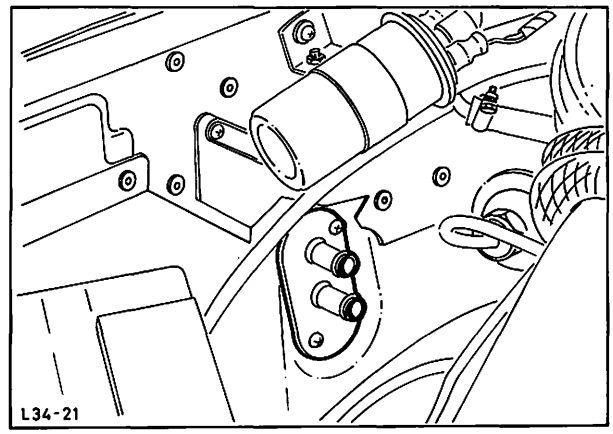

Abb. 22 Abdeckblech mit Dichtung abbauen
4. Abdeckblech mit Dichtung – Wasserstutzen Wärmetauscher von der Spritzwand abbauen (2 Schrauben), Abb. 22.